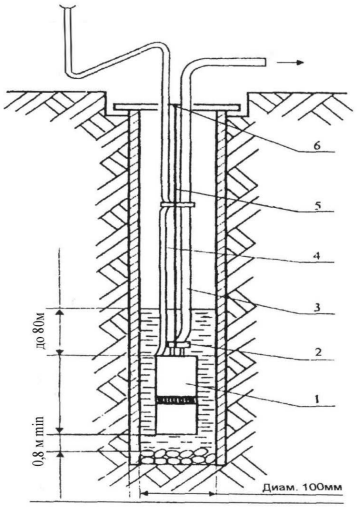

Рис. 4
- Опустить электронасос в воду в соответствии с рекомендациями указанными в разделе 2 настоящего руководства, и закрепить трос над скважиной, колодцем и т.п. (см. рис.4).